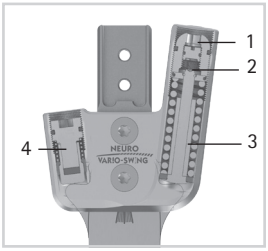

Afb. 18
Met de opbouwinstelschroef (1) kan de opbouw van de orthese worden aangepast. De bewegingsbeperkingsschroef (2) maakt de traploze verandering van de bewegingsvrijheid in plantairflexie of dorsaalextensie mogelijk. De veerkracht kan door veereenheden (3) in verschillende veersterkten worden veranderd (afb. 18).
Met de stelschroefeenheid (4; afb. 18) in het systeemgewricht kan de bewegingsvrijheid met maximaal 10° fijn worden ingesteld. Schroef hiervoor de stelschroefeenheid verder in het systeemgewricht in of uit. Houd er rekening mee dat een fijninstelling van maximaal 10° mag worden uitgevoerd. De zuiger van de stelschroefeenheid moet over de gehele bewegingsomvang niet het contact met de systeemvoetbeugel verliezen (max. 15° in plantairflexie), omdat anders geluiden ontstaan.